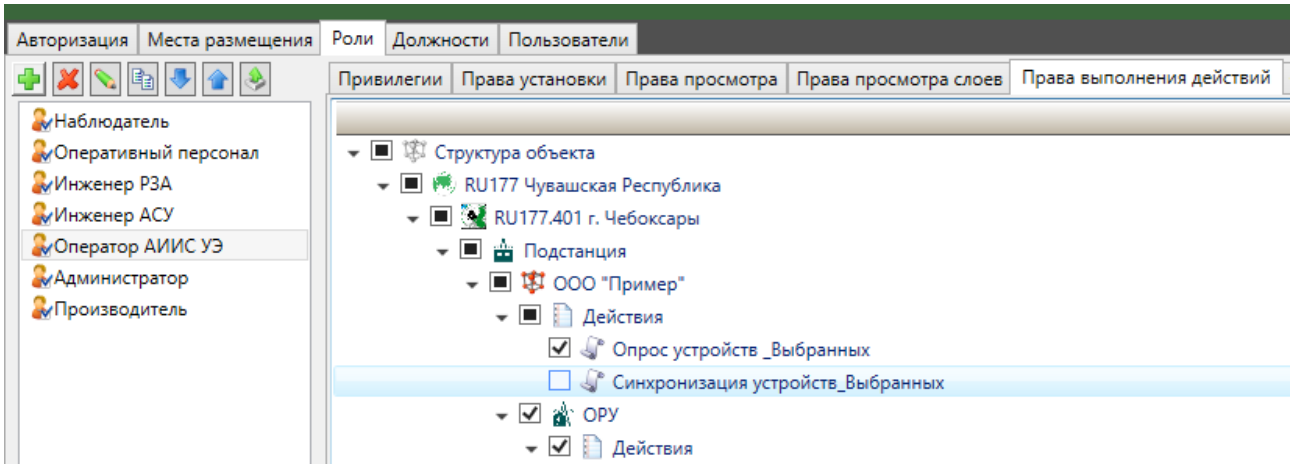
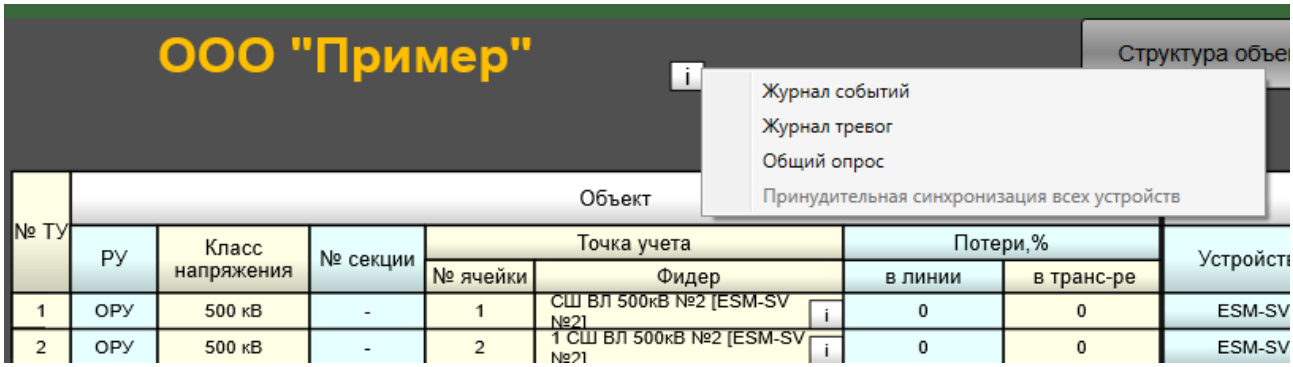

Рисунок 121 – Подраздел «Права выполнения действий» EKRASCADA APM
Рисунок 122 – Блокирование команды выполнения действия в АРМ
3.8.1.3.5 В подразделе «Права выполнения действий» (рисунок 121) определяется перечень пользовательских действий, разрешенных выполнять пользователями роли. В случае отсутствия прав на выполнение действий на АРМ, блокируются команды выполнения соответствующих действий (рисунок 122).